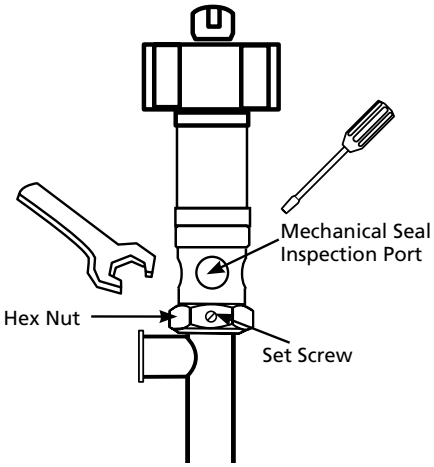

Figure 4
2. Loosen set screw on side of Hex Nut (see Figure 4, page 15).
3. Place a screwdriver (or similarly shaped object) in the mechanical seal inspection port (see Figure 4, page 15).
4. Use a large wrench to loosen the Hex Nut while simultaneously holding the screwdriver in the seal inspection port (see Figure 4, page 15).
10. Tighten the Hex Nut on the pump body to the Bearing housing. Use screwdriver (or similarly shaped object) in the mechanical seal inspection port (see Figure 4, page 15).
11. Use a large wrench to loosen the Hex Nut while simultaneously holding the screwdriver in the seal inspection port (see Figure 4, page 15).